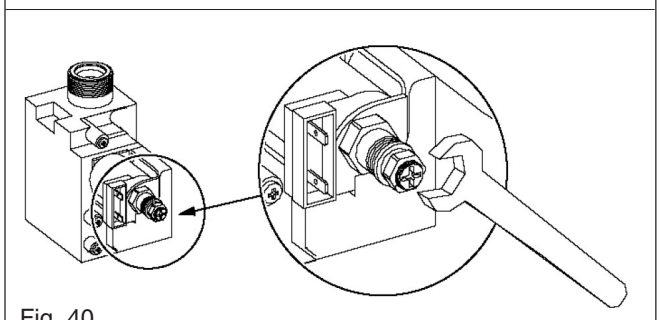

Fig. 40
7.3.1 SETTING THE MAXIMUM BURNER PRESSURE fig. 40